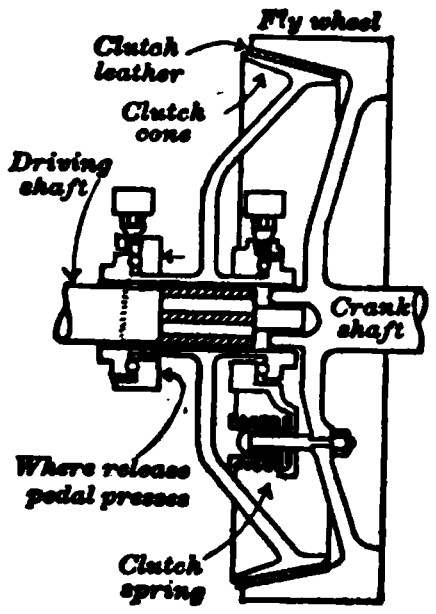
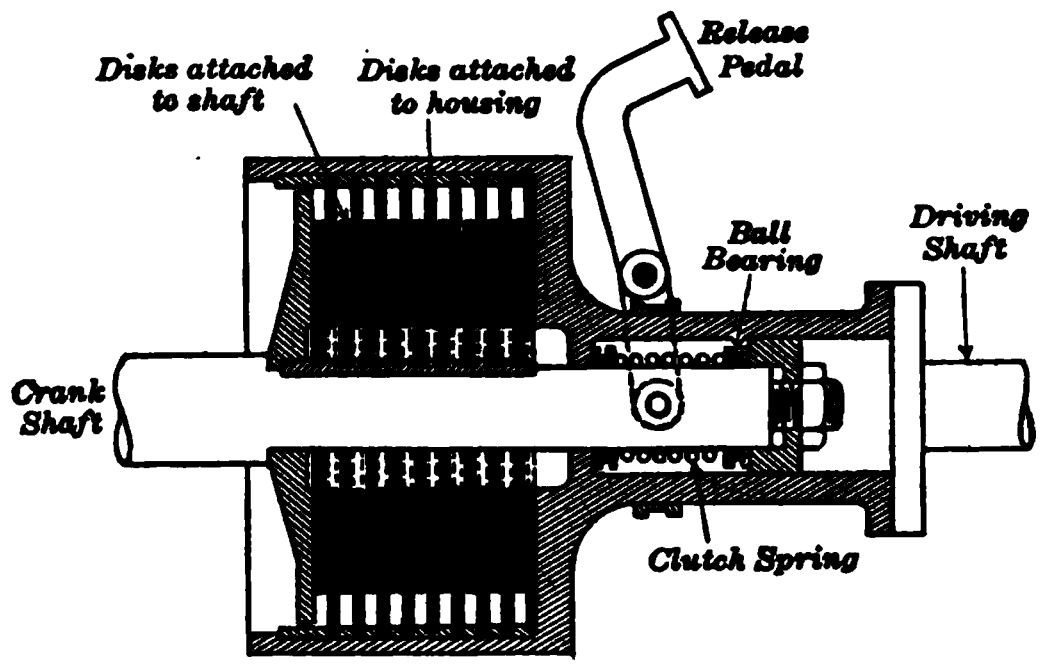

Fig. 56. Cone clutch, which joins the engine to the driving shaft.
Fig. 57. Multiple disk clutch. Every other disk is joined to the engine; the rest are joined to the driving shaft.
47. Friction clutches. Furthermore, automobile engines deliver their power to the driving shaft through some sort of friction clutch. In the **cone clutch** (Fig. 56) a leather-faced cone is pushed into the tapered rim of the flywheel by springs. In the **multiple disk clutch** (Fig. 57) there is a series of metal disks arranged in two groups. Every other disk